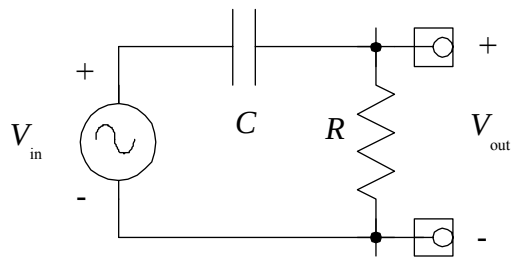
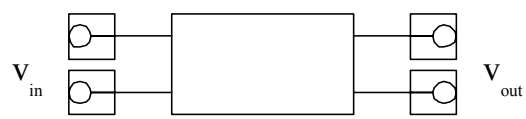

Figure 1: An RC filter with a series capacitor and output resistor R.
Figure 2: A two-port circuit.
Figure 1 below shows an RC filter connected to a sinusoidal voltage source. This circuit is termed a two-port circuit (Fig. 2) where the voltage source produces the input voltage V_{in} and the output voltage V_{out} appears across resistor R.
If you analyze the RC circuit of Fig. 1 using Kirchhoff's voltage law, the phasor voltages $\mathbf{V_{out}}$ and $\mathbf{V_{in}}$, the resistance R and the impedance of the capacitor $\mathbf{Z_C} = 1/j\omega C$, you can show that the magnitude of the transfer function is
1. Connect a 10-kΩ resistor and a (non-polarized) 0.1 μF capacitor in series with the signal generator, making sure that your oscilloscope ground and the signal generator ground are connected together (see Fig. 1 for the circuit configuration). Set the signal generator to output a 2 Vpp sine wave.